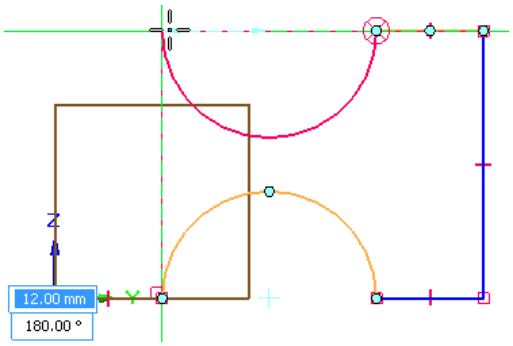

Figure 2-50 *Horizontal and vertical dotted lines displayed to define the endpoint of the arc*
15. Move the cursor once over the lower arc and then move it toward left in line with the upper right horizontal line from where this arc starts. On doing so, a horizontal dotted line originating from the upper right horizontal line is displayed. At the point where the cursor is vertically in line with the start point of the lower arc, a vertical dotted line appears from the start point of the lower arc, as shown in Figure 2-50.